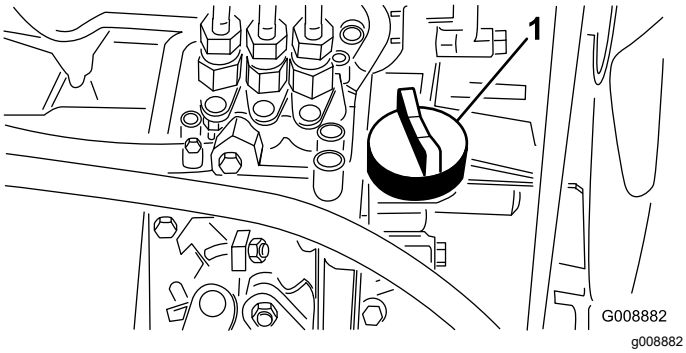

**Figur 53**
4. Hvis oliestanden er lav, skal du fjerne oliepåfyldningsdækslet (Figur 53) og gradvist fylde små mængder olie på og ofte kontrollere oliestanden, indtil den når FULL-mærket på målepinden.